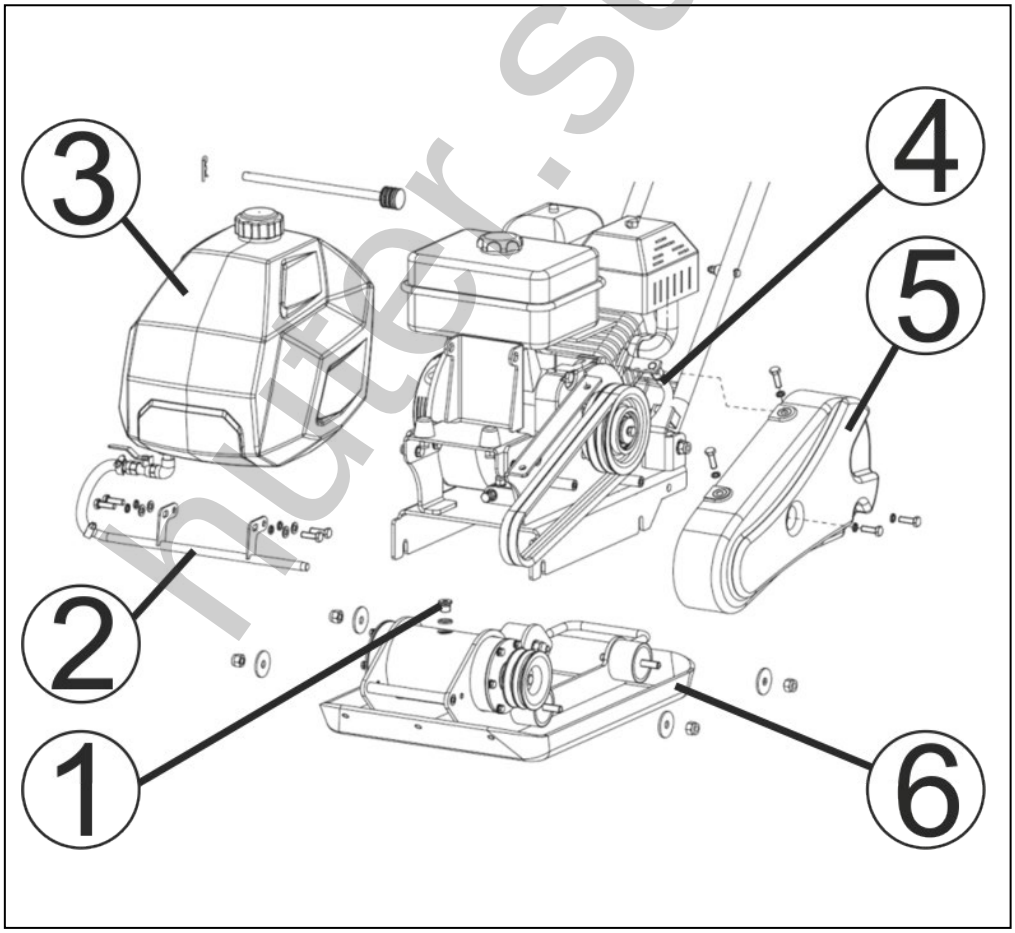

Рис. 25. Снятие рыма с двигателем.
1. Открутить болты крепления и снять кожух (5) защитных ремней (Рис. 25).
2. Открутить болты крепления трубки подачи воды к рабочей плите и снять трубку (2) подачи воды и бак (3) для воды.
3. Ослабить гайки резиновых амортизаторов, соединяющих раму (4) с двигателем и рабочую плиту (6) (Рис. 25).
4. Снять ремни и отделить раму (4) с двигателем от рабочей плиты (6) (Рис. 25).
5. Очистить зону вокруг пробки отверстия для слива масла и открутить пробку (1) отверстия для слива/заправки масла (Рис.25).